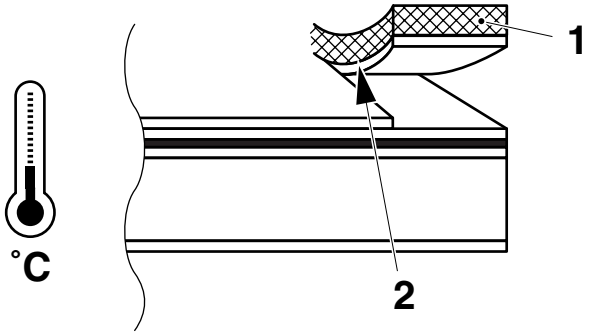

fig. 5
- una de las dos capas internas se retira con la tira (1), dejando un borde roto (2) a lo largo de la junta (fig. 5)